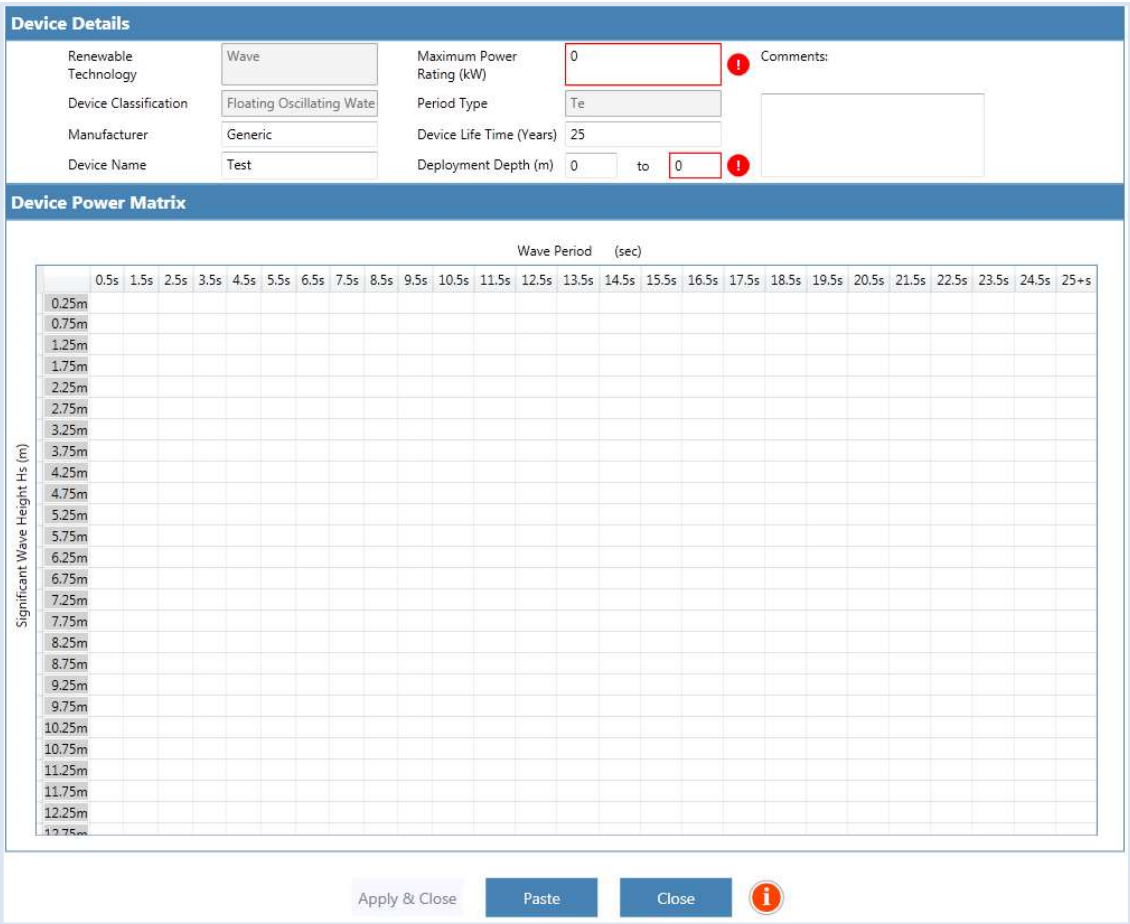

Figure 5: Wave device details import screen.
- After entering this initial information clicking 'Apply & Close' will open the next window where the remaining device details can be added. This is shown in Figure 5.